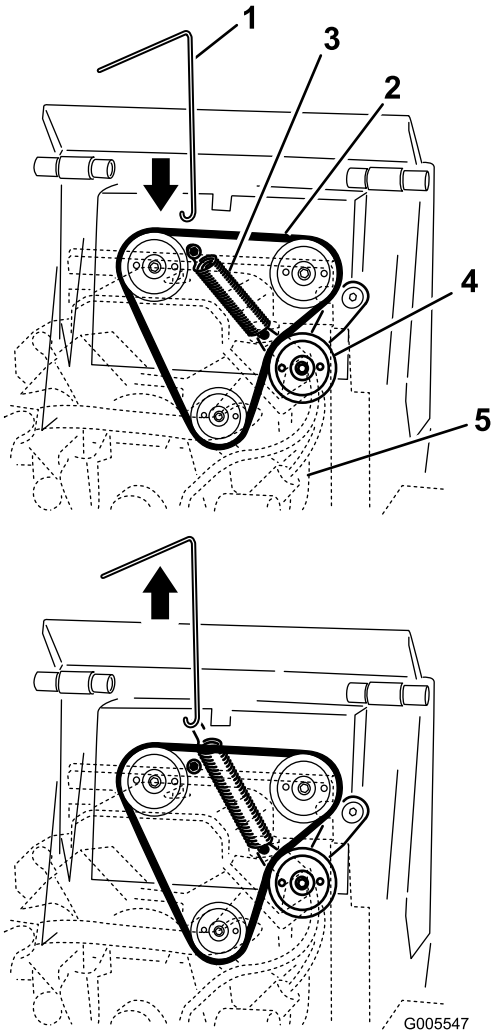

Figuur 46
3. Sluit de haak van de veerverwijderaar aan op de haak van de spanpoelieveer en maak de veer los zoals afgebeeld in Figuur 46.